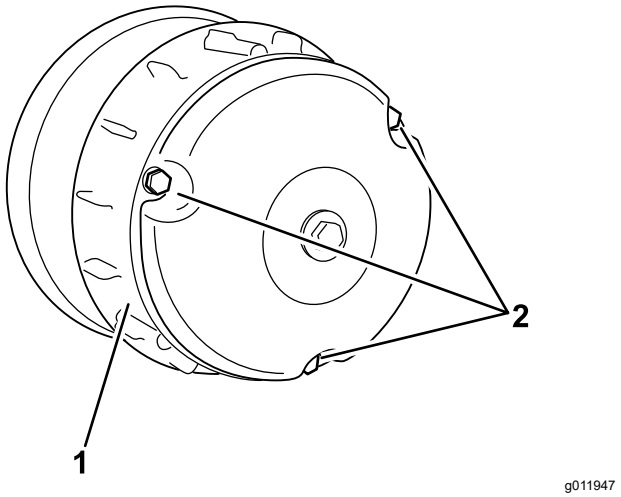

Figura 63
2. Retire os 3 parafusos que fixam a tampa à embraiagem e retire a tampa (Figura 63).
4. Coloque a tampa da embraiagem e fixe-a com os três parafusos (Figura 63) que retirou em 2.